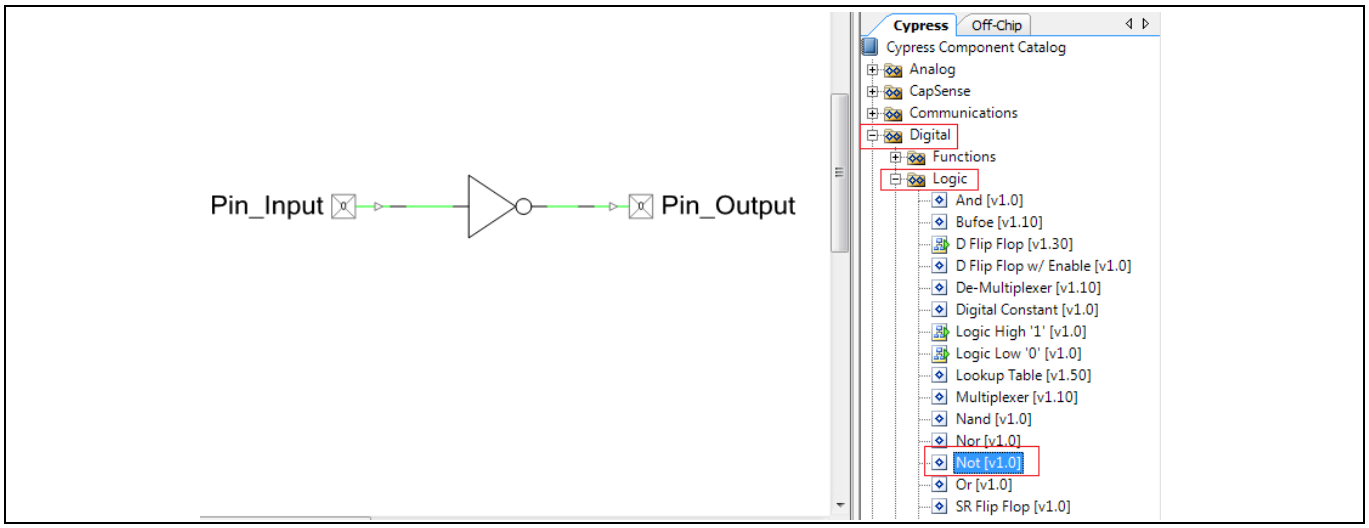

Figure 50 NOT ゲートの接続
2. **Figure 50** に示すように、NOT ゲートを配置し、ピンに接続してください。